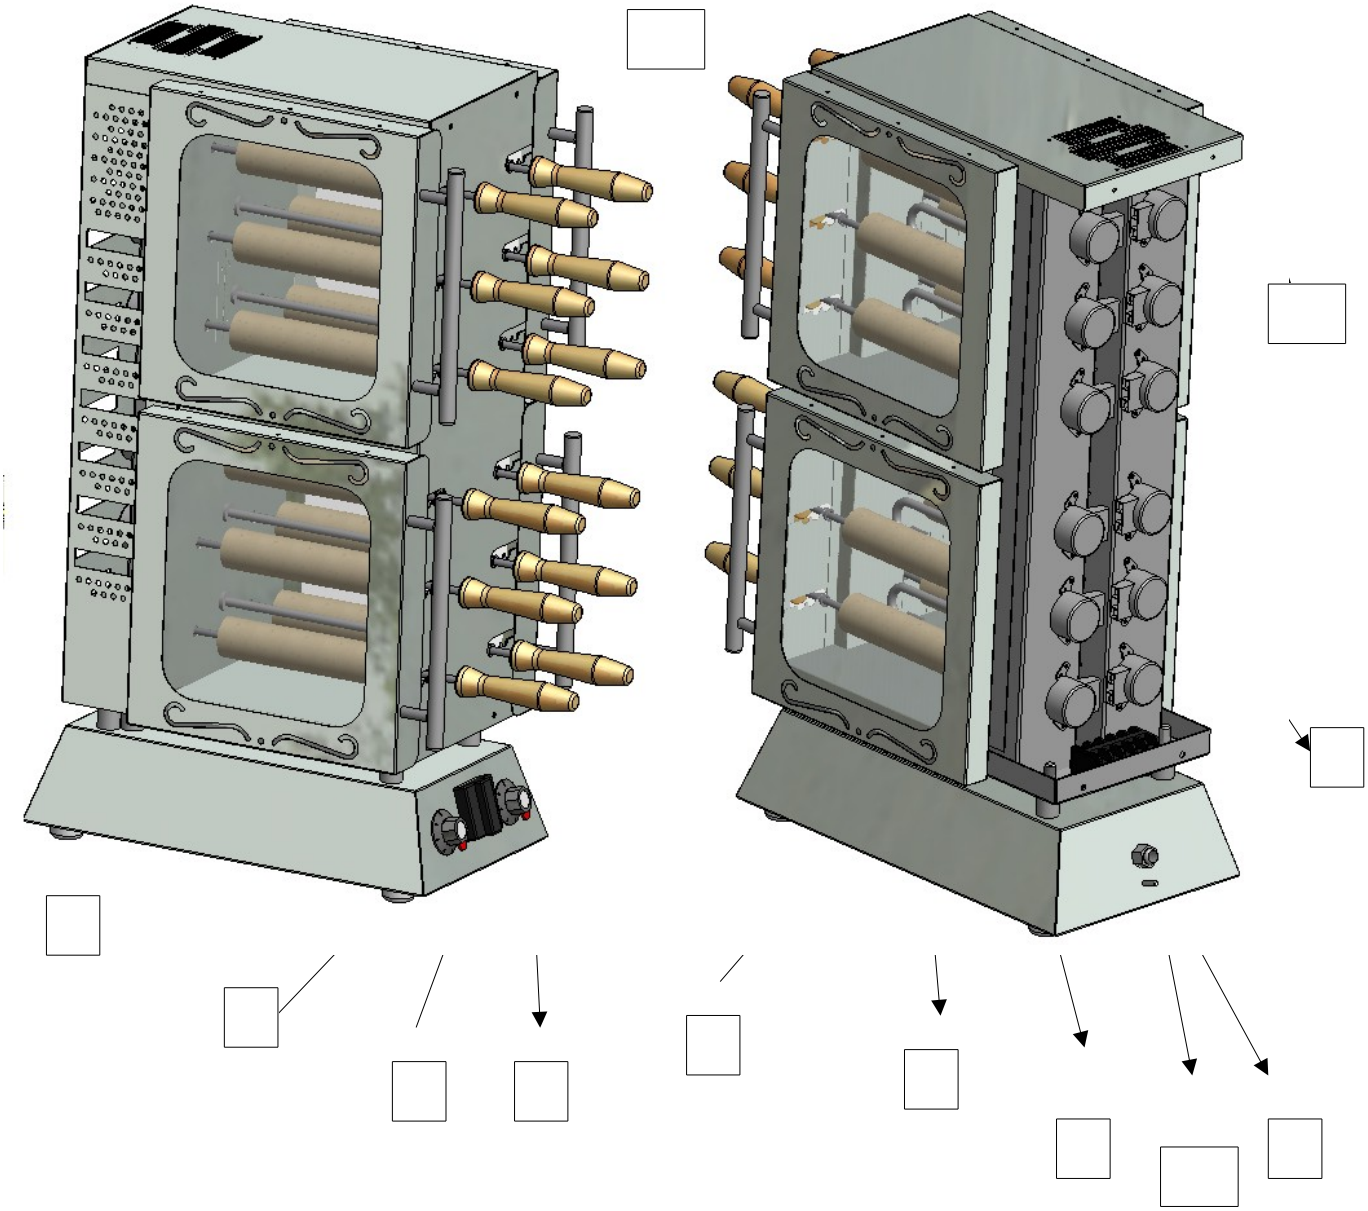

Рис.2
5.1. Основные части изделия указанны на рис.2 и перечислены в таблице 3.
8.4. Готовое тесто накрутить на валик (2) см. рис.2.